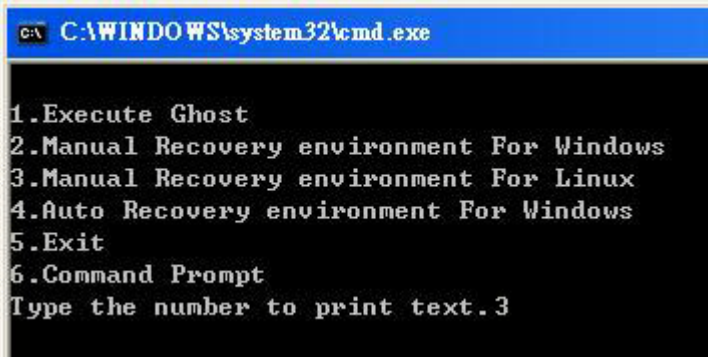

Figure A-30: Manual Recovery Environment for Linux
Step 4: **Build-up recovery partition**. Press any key to boot from the recovery CD. It will take a while to launch the recovery tool. Please be patient. When the recovery tool setup menu appears, type <**3**> and press <Enter> (**Figure A-30**). The Symantec Ghost window appears and starts configuring the system to build-up a recovery partition. After completing the system configuration, press any key to reboot the system. Eject the recovery CD.